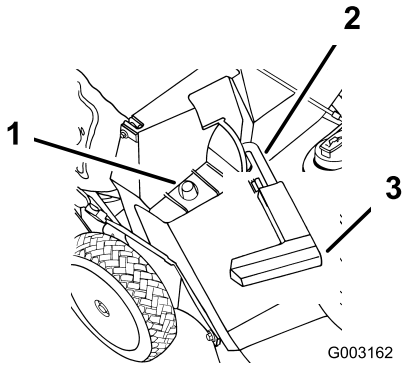

Figuur 22
2. Zorg ervoor dat de handgreep van het afvoerdeurtje helemaal naar voren staat en de pen vastzit in de grendel (Figuur 22).
3. Schuif de opening in het grasvangerframe op de steunstang op het uitwerpkanaal (Figuur 22).
2. Breng de handgreep van het afvoerdeurtje omhoog en beweeg deze naar voren totdat de veiligheidspen vastzit in de vergrendeling (Figuur 22).